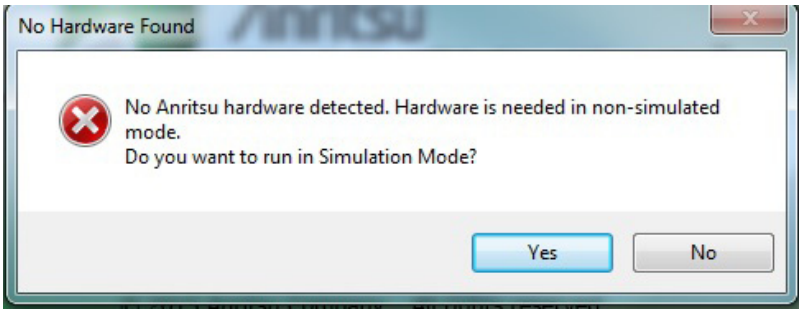

Figure 3-2. No Hardware Prompt
1. Launching the ShockLine software without plugging in the VNAs Micro USB cable to the controller first will result in the software asking the user if they want to run in simulation mode. See Figure 3-2. If you want to run in Simulation mode, go to Section 3-3 "Simulation Mode" on page 3-4.